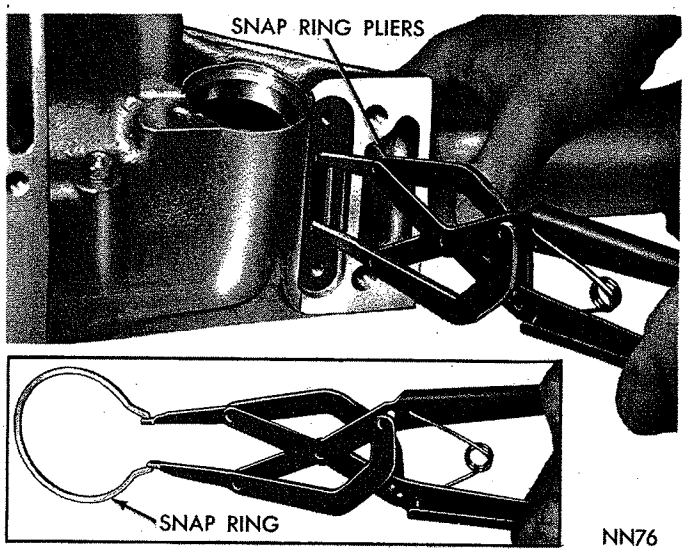

*Fig. 42—Removing or Installing Extension Housing*
(5) Remove two screws, plate and gasket from bottom of extension housing mounting pad. Spread large snap ring from output shaft bearing with Tool C-3301 (Fig. 42). With snap ring spread as far as posible, carefuly tap extension housing off the output shaft bearing. Carefully pull extension housing rearward, to remove parking lock control rod knob past the parking sprag, then remove the housing.
(1) Place a new extension housing gasket on the transmission case. Position output shaft bearing retaining snap ring in extension housing. Slide extension housing on output shaft guiding the parking lock control rod knob past the parking sprag. While spreading large snap ring in housing with Tool C-3301 (Fig. 42), carefully tap housing into place, then release the snap ring. Make sure snap ring is fully seated in bearing outer race ring groove.
(2) Install gasket, plate and two screws on bottom of the extension housing mounting pad.
(3) Install and tighten extension housing bolts to 24 foot-pounds.
(4) Install center crossmember and rear mount assembly, tighten retaining bolts to 75 foot-pounds. Lower transmission, install extension housing to support bolts and tighten to 35 foot-pounds.
(5) Install the speedometer pinion and adapter. Refer to Page 63.
(6) Carefully guide front universal joint yoke into extension housing and on the mainshaft splines. Connect propeller shaft to rear axle pinion shaft yoke.
(7) Add fluid to transmission to bring up to proper level. Refer to Page 47.